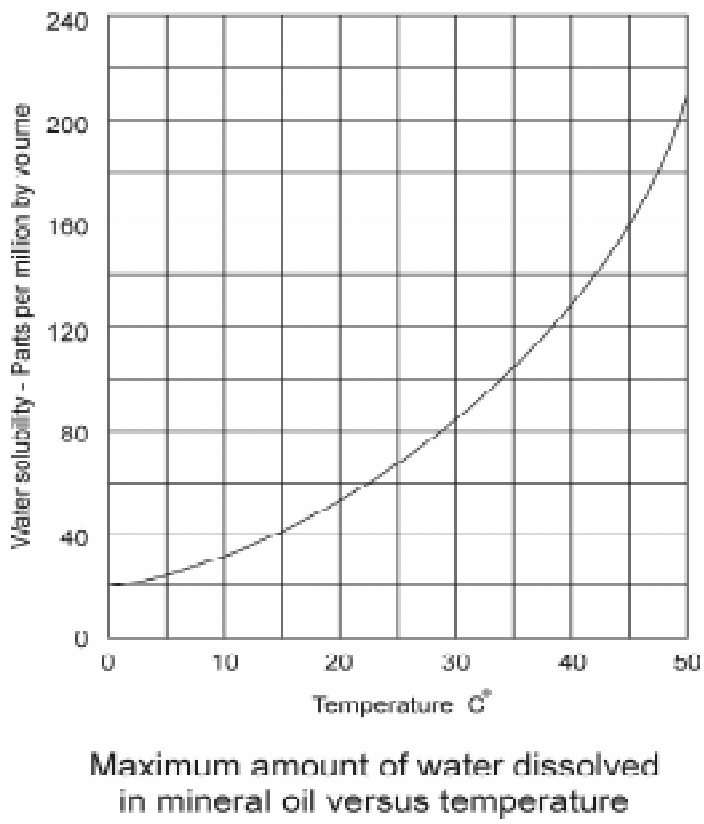
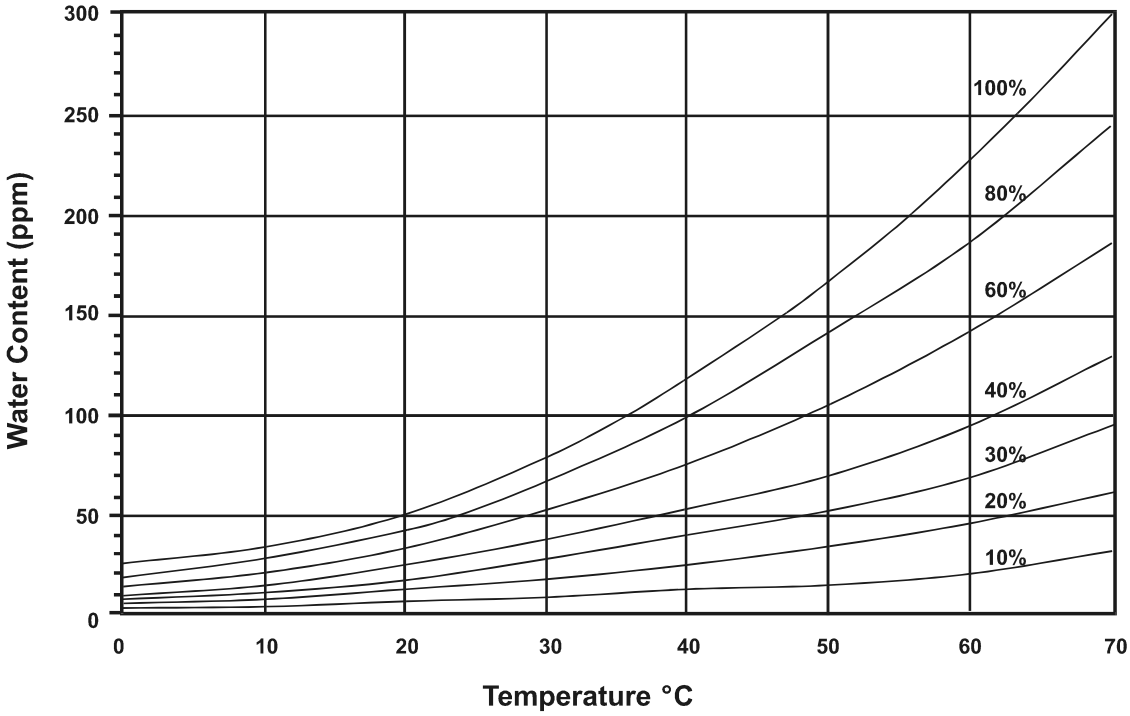

Figure 19.—Maximum Amount of Water Dissolved in Mineral Oil Versus Temperature.
Figure 20.—Transformer Oil Percent Saturation Curves.
The amount of moisture that can be dissolved in oil increases with temperature. (See figure 19.) This is why hot oil is used to dryout a transformer. A water/oil emulsion can be formed by purifying oil at too high temperature. When the oil
4.5.1 Dissolved Moisture in Transformer Oil. Moisture is given in the dissolved gas analysis in ppm, and some laboratories also give percent saturation. Percent saturation means percent saturation of water in the oil. This is a percentage of how much water is in the oil compared with the maximum amount of water the oil can hold. In figure 19, it can be seen that the amount of water the oil can dissolve is greatly dependent on temperature. The curves (figure 20) below are percent saturation curves. On the left line, find the ppm of water from your DGA. From this point, draw a horizontal with a straight edge. From the oil temperature, draw a vertical line. At the point where the lines intersect, read the percent saturation curve. If the point falls between two saturation curves,
estimate the percent saturation based on where the point is located. For example, if the water is 30 ppm and the temperature is 40 °C, you can see on the curves that this point of intersection falls about halfway between the 20% curve and the 30% curve. This means that the oil is approximately 25% saturated. Curves shown on figure 20 are from IEEE 62-1995 [19].